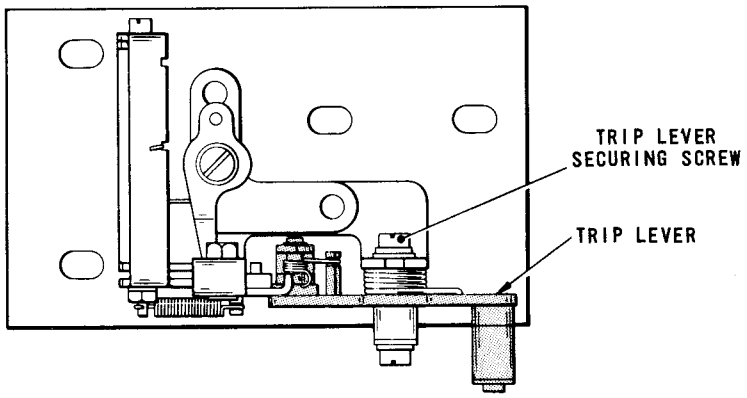
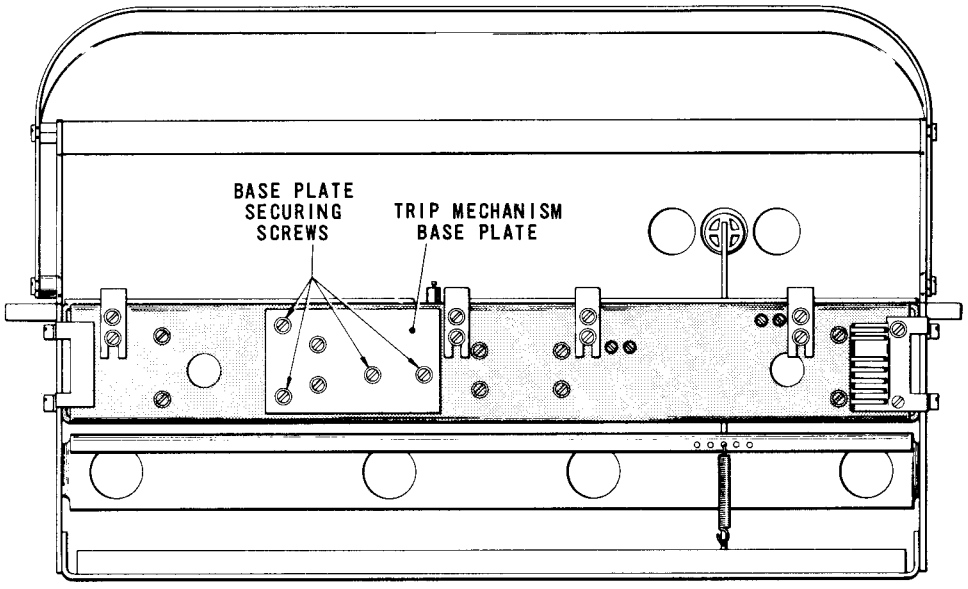

Fig. 4.15 KEYBOARD TRIP MECHANISM
Fig. 4.16 KEYBOARD—UNDERSIDE VIEW
20.2 If these conditions are not present, ensure that all the keybars are straight and parallel to each other. Slacken the four screws securing the trip mechanism base plate, Fig. 4.16, and alter the rest position of the combination bars by repositioning the trip mechanism, Fig. 4.15. When both conditions have been met, tighten the four base plate screws.
21.2 To adjust, insert a screwdriver through the hole at the rear of the keyboard main frame, slacken the trip lever securing screw, Fig.4.15, and lever the trip lever pivot up or down as required. Tighten the screw.